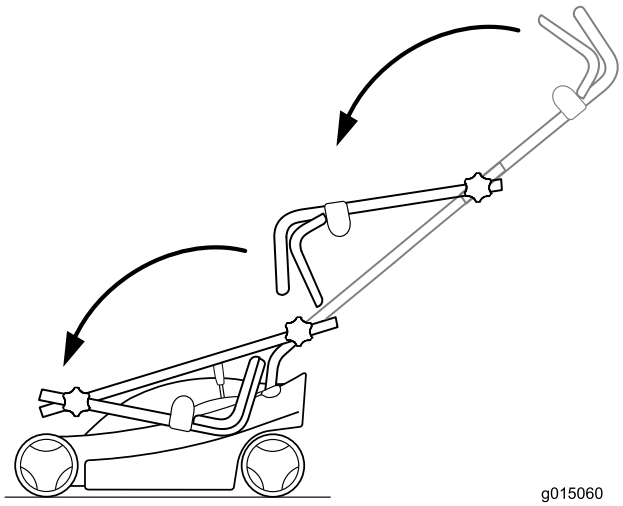
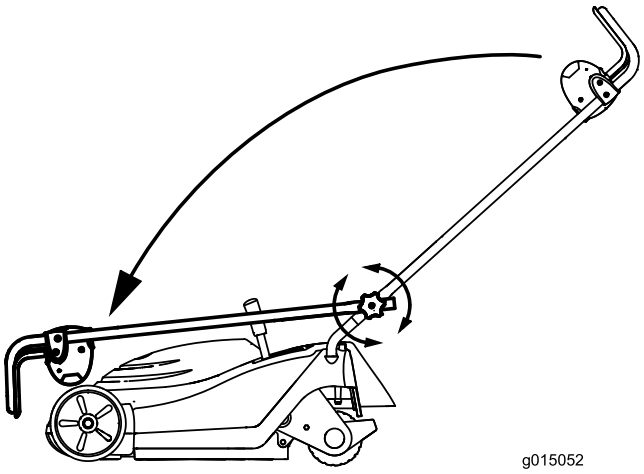

Figura 19
Figura 20
3. Chiudete la stegola come mostrato in Figura 19 e Figura 20, a seconda del modello del vostro tosaerba.